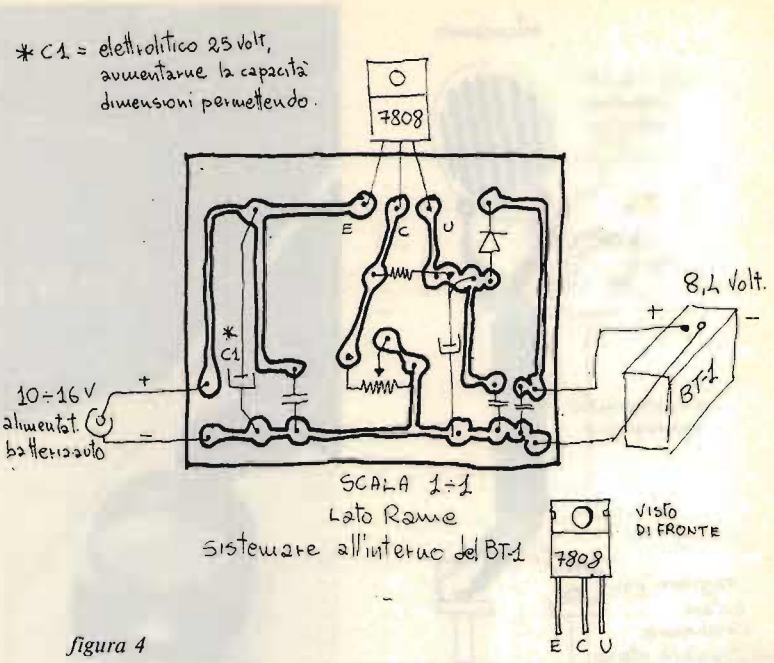

figura 4
3) Alimentatore-stabilizzatore 8,4 V che permette di operare, in casa, tramite collegamento a un semplice alimentatore 10÷18 V; in auto, collegandolo alla presa accendisigari (figura 4 e foto 3, 4 e 5). La cosa importante di questo semplice circuito, è che viene alloggiato, a montaggio eseguito, dentro al portatile BT-1 dal quale, senza rovinarlo, uscirà una presa (phono o altro) per il collegamento all'alimentazione. Il tutto sarà esteticamente più valido, e meno costoso, dei vari ST-2, MS-1 ecc. Mentre operate con alimentazione esterna potrete comodamente ricaricare il pacchetto di batterie a Nichel con il caricabatterie in dotazione.